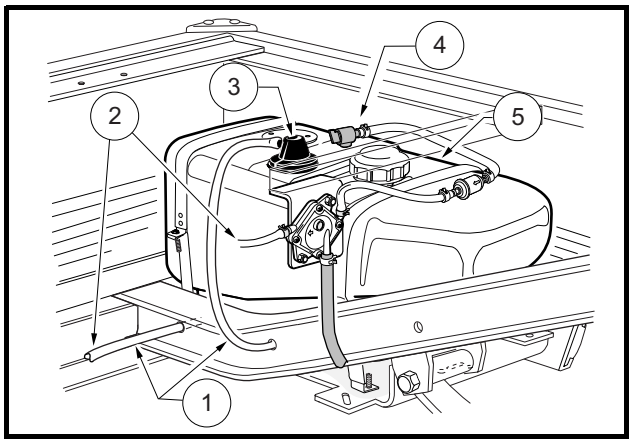

Figure 24 Fuel Tank – Bobcat 2100
- **If vehicle has an all-weather enclosure installed, be sure the fuel tank is properly vented as shown (Figure 24, Page 36.**